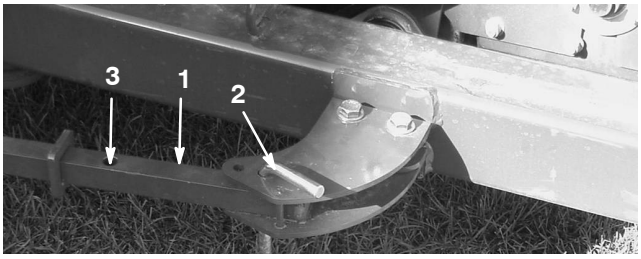
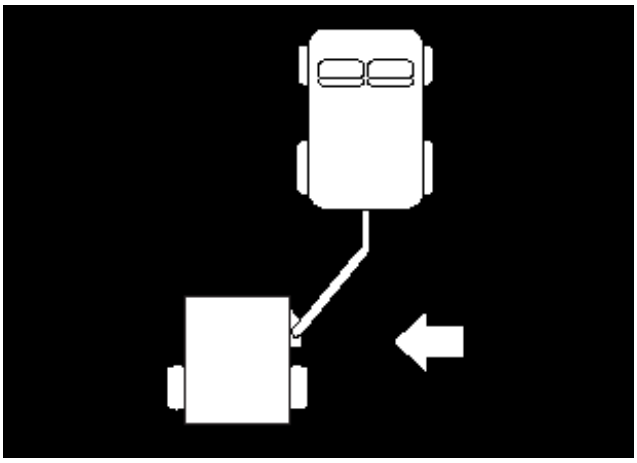

Figure 34
Figure 35
2. Remove the hitch pin securing the actuator arm to the front actuator tab (Fig. 34).
3. Push sweeper to the left (Fig. 35) until the hitch pin can be inserted into the rear hole in the actuator arm (Fig. 34).
4. Install hitch pin securing the actuator arm to the front actuator tab (Fig. 34).